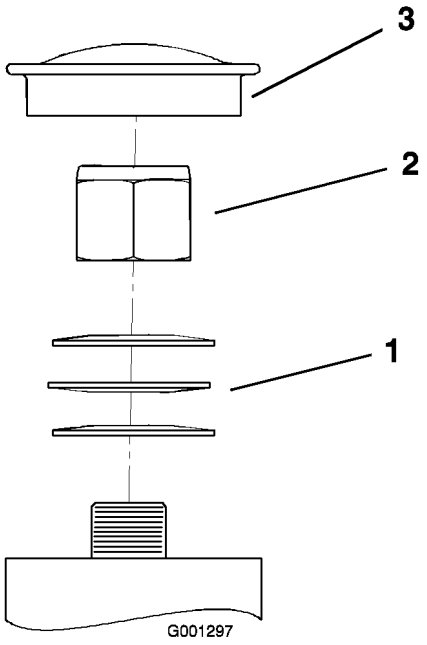

Figur 51
3. Ta av dammkåpan och dra åt låsmuttern (Figur 51).
4. Dra åt låsmuttern tills fjäderbrickorna är plana och släpp sedan efter 1/4 varv för att få rätt förbelastning på lagren (Figur 51).
Viktigt: Kontrollera att fjäderbrickorna har monterats korrekt i enlighet med Figur 51.
5. Montera dammkåpan (Figur 51).